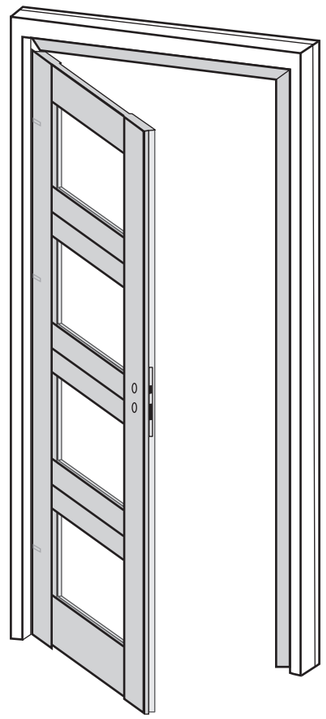

rys. 5 - Zamocowanie zawiasów, osadzenie skrzydła w ościeżnicy
12. Zawiesić skrzydło (skrzydła dla ościeżnicy dwuskrzydłowej) drzwiowe i sprawdzić jego (ich) przyleganie. Wyregulować położenie skrzydła (skrzydeł) w stosunku do ościeżnicy regulując ustawienie zawiasów. Ustawienie ościeżnicy powinno zapewnić jednakowe szczeliny pomiędzy skrzydłem a ościeżnicą na całej wysokości i szerokości skrzydła (**rys. 5**). Uszczelka może ulec ściśnięciu max. o 3 mm.